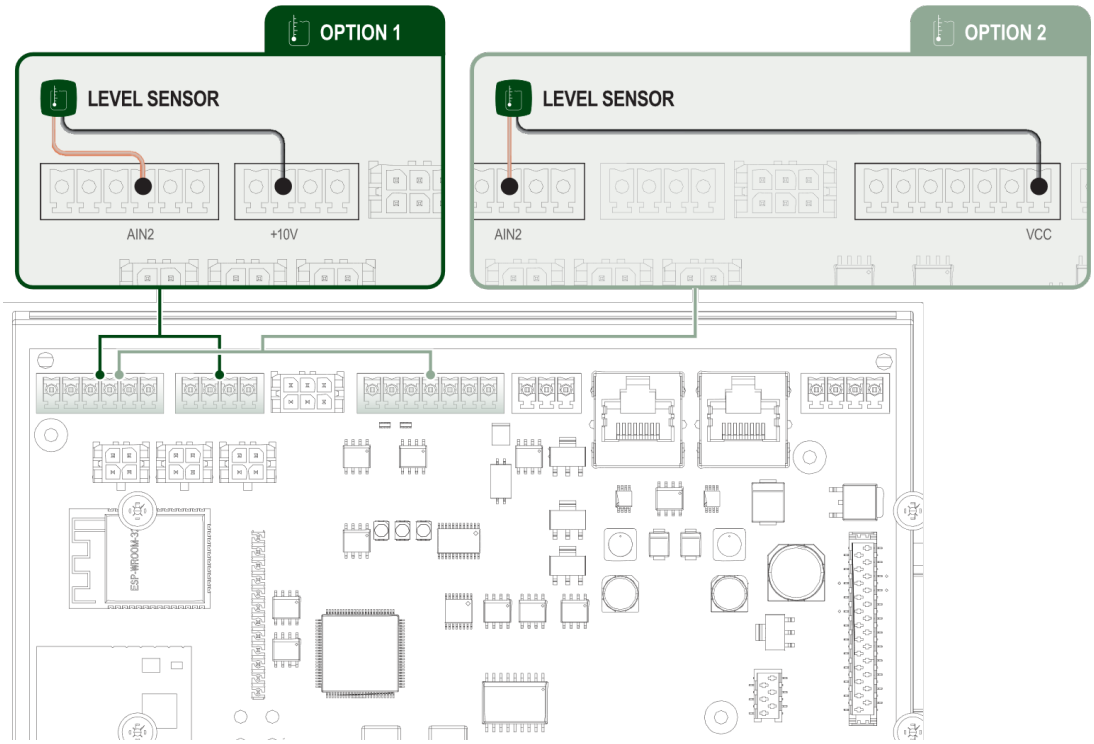

Fig. 18 Connexion aux terminaux
Esy I/O contrôle le niveau d'eau via le capteur de profondeur de courant à deux fils 4/20 mA. Le capteur peut être alimenté jusqu'à 12V DC (Option 2, voir Fig. 18), et la portée peut être réglée à partir de l'application « *H2D* ». Le capteur de niveau doit être connecté directement au bornier comme sur la Fig. 18. Aéroport international La connexion est possible via l'option 1 ou l'option 2.
1. Capteur de niveau à utiliser pour surveiller le niveau d'eau dans le réservoir de collecte. Pour le câblage, connectez le cordon d'alimentation à la borne AIN2 et +10V ou AIN2 et VDC (voir Fig. 18)